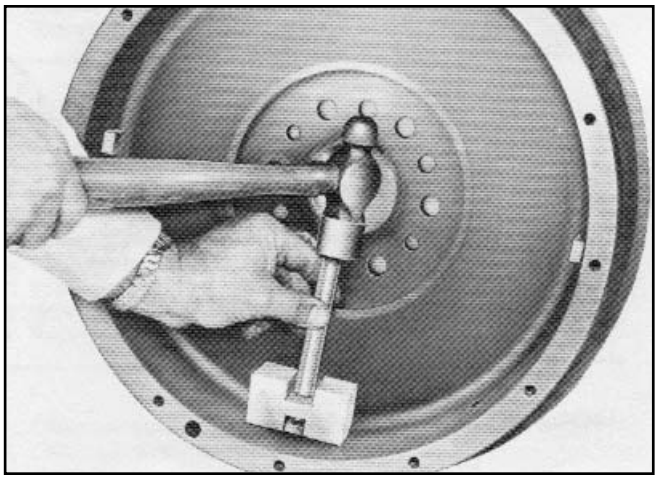

Figure 6. Driving Pin Alignment Gauge TCT2
Haldex Heavy Duty Tool TCT2 will assist in installing new pins and assure that they are properly aligned. (See Figure 6.) Drive pins must be square to provide proper clearance for the drive slots in the intermediate plate. If the Haldex Tool TCT2 is not available, a machinist's square and .0015 feeler gauge may be used to check for squareness.
1. The 14” two plate assemblies have an intermediate plate with drive slots which fit on drive pins (dogs) which are fastened to the flywheel (Figure 6, Page 10).